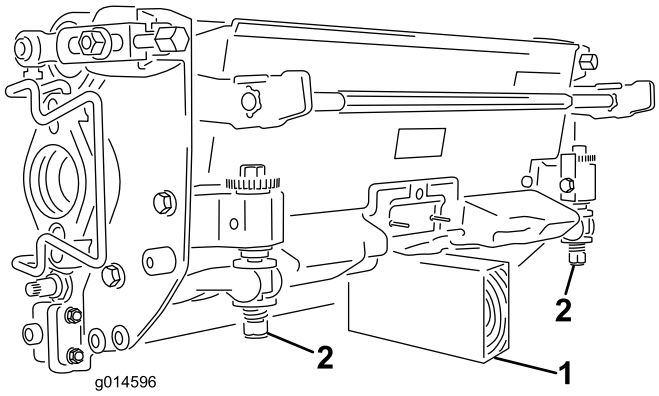

**Figure 10**
**Important: Chaque fois qu'il est nécessaire de retourner le plateau de coupe pour exposer la contre-lame/le cylindre, placez un support sous l'arrière du plateau de coupe pour que les écrous situés au bout des vis de réglage de la barre d'appui ne reposent pas sur la surface de travail (Figure 10).**